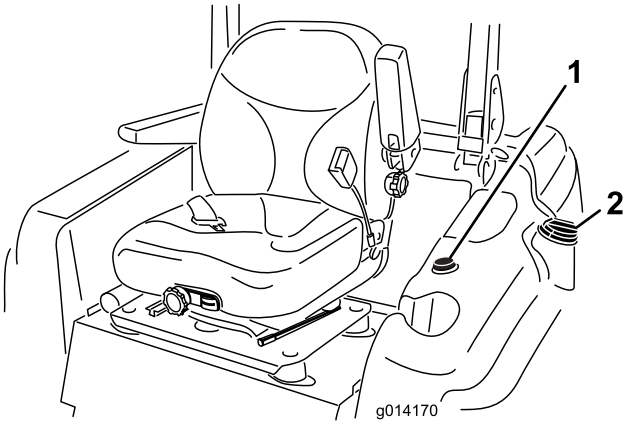

Figura 9
3. Pulite intorno al tappo del serbatoio carburante e togliete il tappo (Figura 9).